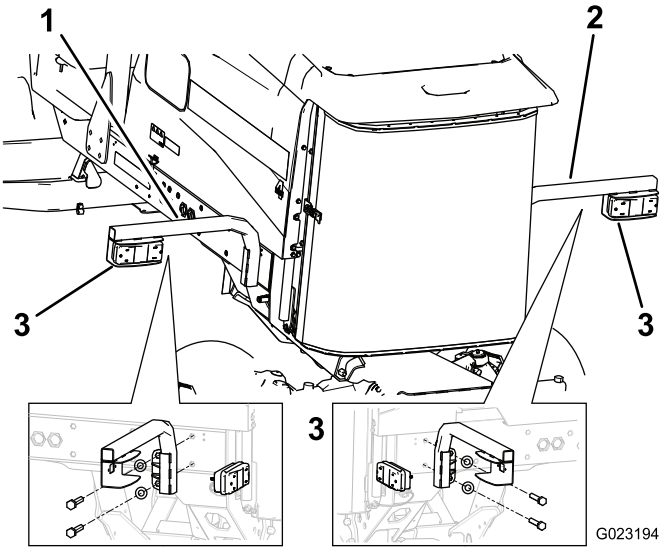

Bild 26
2. Befestigen Sie die linke Lampenhalterung mit zwei Schrauben (5/8" x 3"), zwei Flachscheiben und zwei Klemmmuttern (5/8") an der Halterung und am Rahmen, wie in Bild 26 abgebildet.
3. Befestigen Sie die Rückleuchte mit den Schrauben und Muttern, die der Leuchte beiliegen, an der Lampenhalterung (Bild 26).
5. Befestigen Sie die rechte Lampenhalterung mit zwei Schrauben (5/8" x 3") und zwei Flachscheiben am Rahmen (Bild 26).